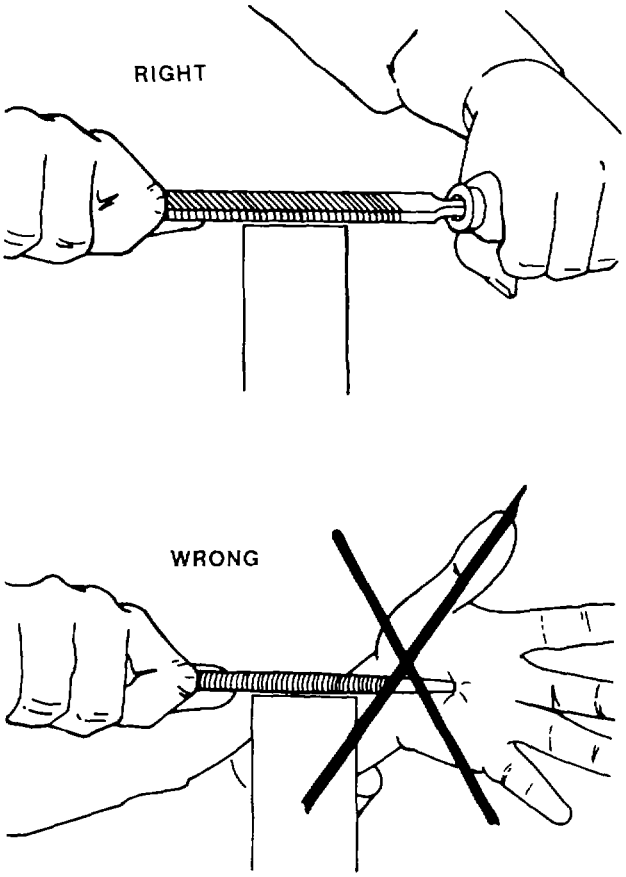

Figure 4-75. Use of File Handle
* If the file is designed to be used with a handle, do not attempt to use it without the handle. Holding the tang of the file in the hand while filing may result in serious injury (see figure 4-75).